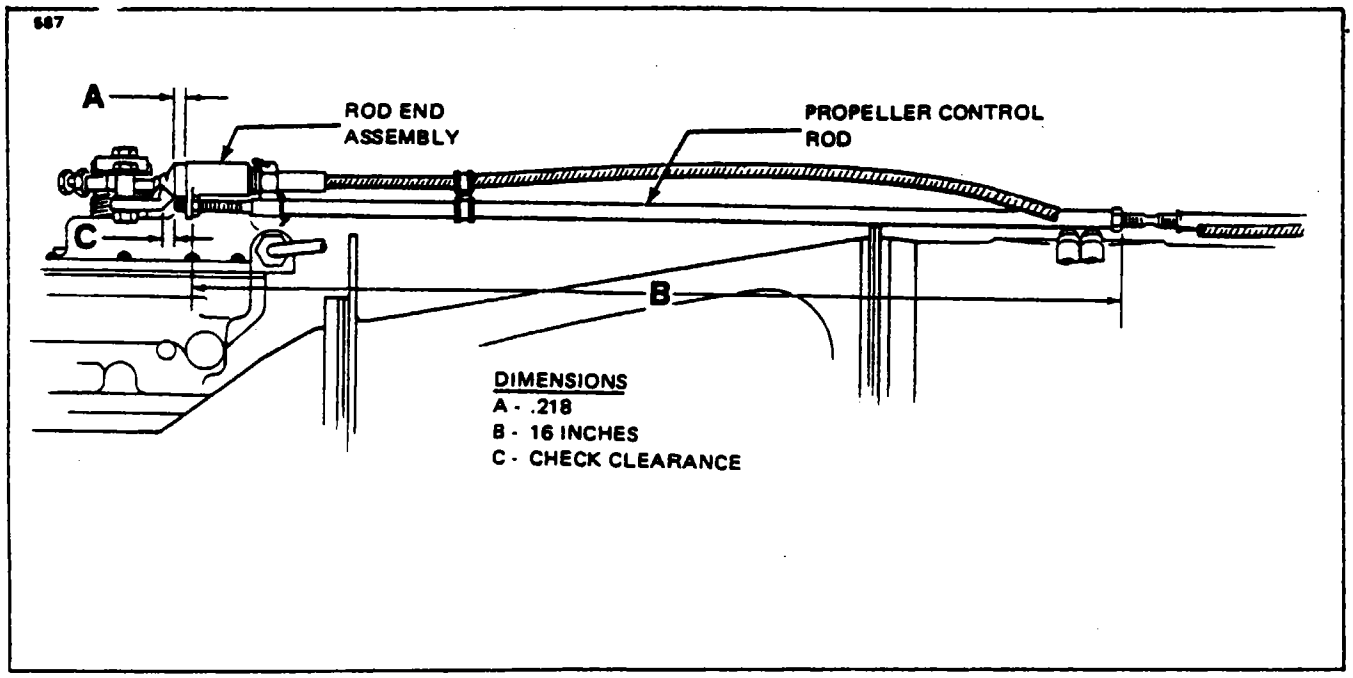

Figure 14-41. Propeller Synchronizer Rigging (Left Engine Only)
14-107. SYNCHRONIZER RIGGING. (Refer to Figure 14-41.)
c. Disconnect the synchronizer flex shaft from the motor and drive the shaft to extend the trimmer from the rod end assembly .218 of an inch. (Refer to Figure 14-41, Dimension A.)
d. Adjust the propeller control rod to obtain 16 inches between the stop nuts at each end of the rod. (Refer to Figure 14-41, Dimension B.) This is an initial setting only.
g. Drive the synchronizer flex shaft to extend the trimmer .437 of an inch. (Refer to Figure 14-41, Dimension A.)
k. Check the clearance between the trimmer and rod end assembly as shown in Figure 14-41, Dimension C.